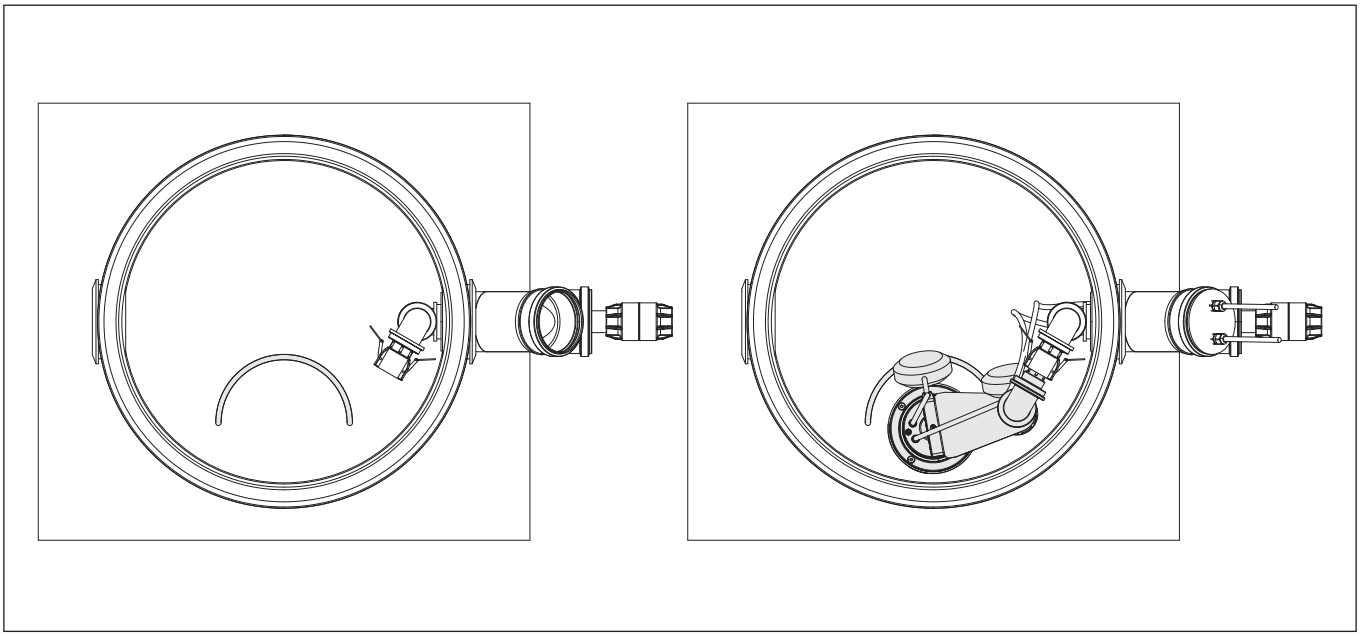

Bild 10
Lyft i pumpmodulen (B) i brunnen. Placera pumpen enligt bild 10. Anslut kamlocken på pumpmodulen A och B. Se till att elkablarna sätts fast ordentligt med buntband.